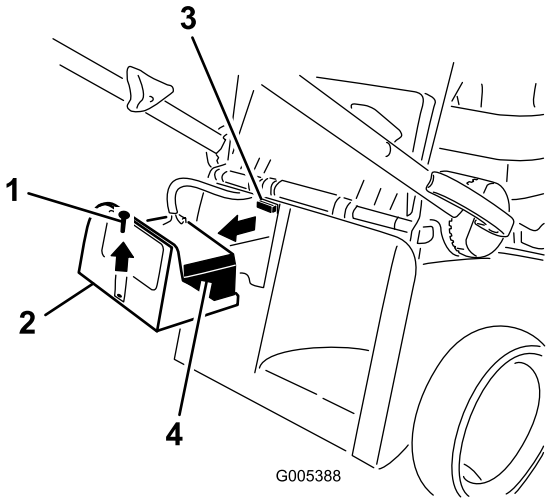

Bild 8
1. Nehmen Sie die Batterieabdeckung und die Batterie ab und ermitteln Sie die Sicherungsfassung (Bild 8).